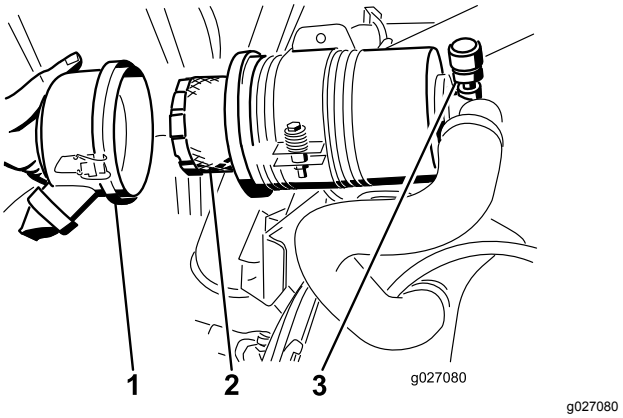

Figur 50
5. Ta ut og skift ut filteret (Figur 50).